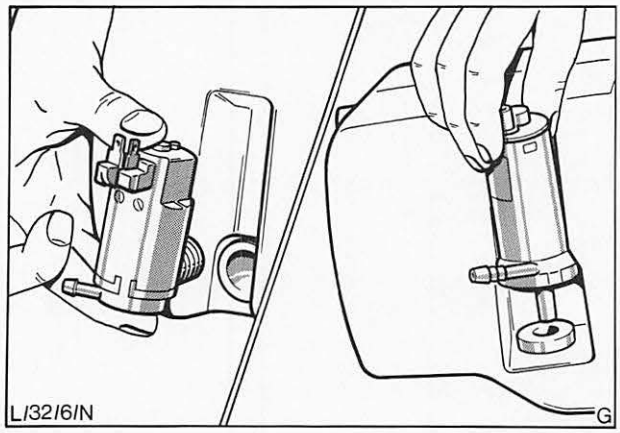

Abb. 32 Pumpe von Behälter abbauen
5. Behälter ausbauen und Pumpe(n) abbauen, Abb. 32.